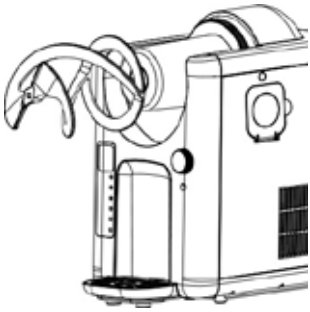

Fig. 9
17. Retire el mezclador (fig. 9) y, a continuación, limpie los restos de líquido de la carcasa base. Limpie el cilindro de refrigeración y la junta con un paño limpio. Indicación importante: No se puede desmontar la junta.